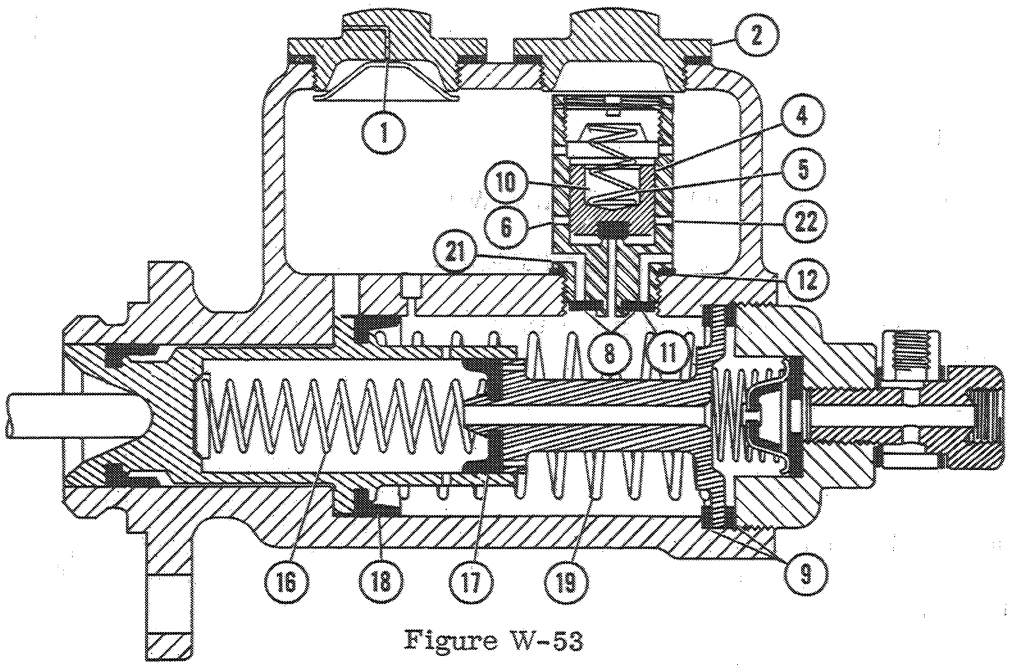

Figure W-53
3. Ruptured high pressure cup (Figure W-53) - (17) or low pressure cup (Figure W-53) - (18)	3. Install master cylinder repair kit as outlined in disassembly and assembly section.
4. Loss of pressure in the low pressure chamber due to a defective relief valve check disc (Figure W-53) - (8)	4. Refer to remedy #3.
5. Loss of pressure in the low pressure chamber due to a broken relief valve spring (Figure W-53) - (5) or relief valve piston held open due to dirt (Figure W-53) - (5)	5. Clean or replace relief valve as required.
6. Loss of pressure in the high pressure chamber due to defective high pressure piston gaskets (Figure W-53) - (9)	6. Refer to remedy #3.
7. Defective check valve spring, disc or gasket (Figure W-53) - (10) (11) (12)	7. Refer to remedy #3.
1. Fluid return ports in the relief valve (Figure W-53) - (6) may have become plugged due to dirt or foreign matter.	1. Remove relief valve, wash in alcohol and clean return ports.
3. Broken high pressure piston return spring (Figure W-53) - (16) or low pressure piston return spring (Figure W-53) - (19).	3. Install master cylinder kit containing springs, rubber cups and gaskets.
4. Reservoir ports (Figure W-53) - (21) (22) may be plugged with foreign matter.	4. Clean master cylinder and parts in alcohol.
5. Air vents in reservoir caps (Figure W-53) - (1) (2) plugged by dirt or foreign matter.	5. Clean reservoir caps in alcohol.